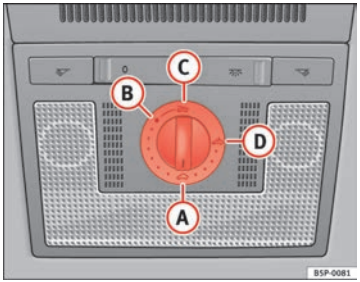

Fig. 71 Roof lining description: sliding/tilting sunroof rotary knob
If the sliding/tilting sunroof has been opened again by the roll-back function, it can be closed only by pressing the rotary button at the front in position (A) ⇒ fig. 71 until the sliding/tilting sunroof has closed fully. **Please note that the sunroof will now close without the roll-back function.**